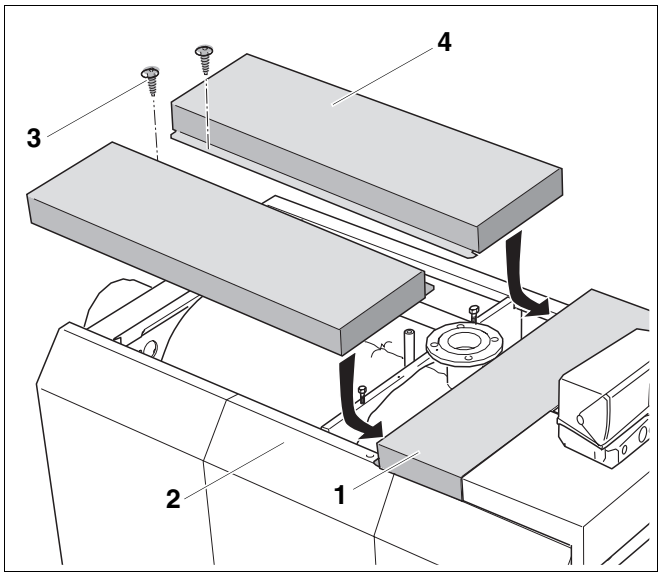

Rys. 40 Montaż bocznych pokryw kotła
- Założyć boczne pokrywy kotła (rys. 40, **poz. 4**) zagięciem skierowanym do środka na ścianki boczne (rys. 40, **poz. 2**).
- Dosunąć boczne pokrywy kotła (rys. 40, **poz. 4**) do pokrywy przedniej (rys. 40, **poz. 1**) i zacisnąć. W tym celu, podczas przesuwania bocznych pokryw kotła do przodu, należy je nieznacznie unieść od tyłu.
- Zabezpieczyć boczne pokrywy kotła (rys. 40, **poz. 4**) przy pomocy śrub (rys. 40, **poz. 3**).